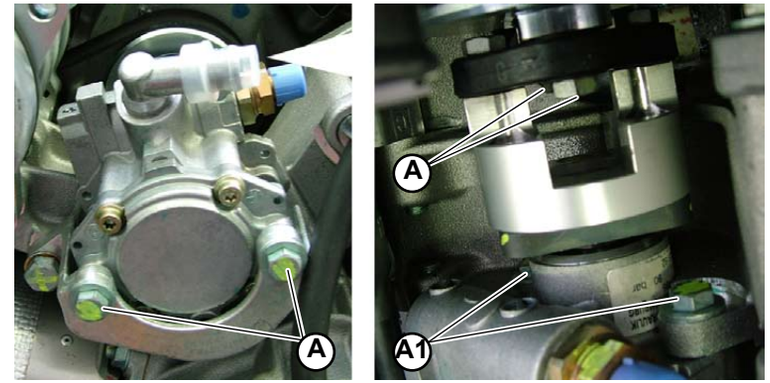

Fig.1
2. Tighten the two engine side screws (**A1-Fig.1**).
3. Fasten the pump to the frame by means of the 4 screws (**A-Fig.1**).